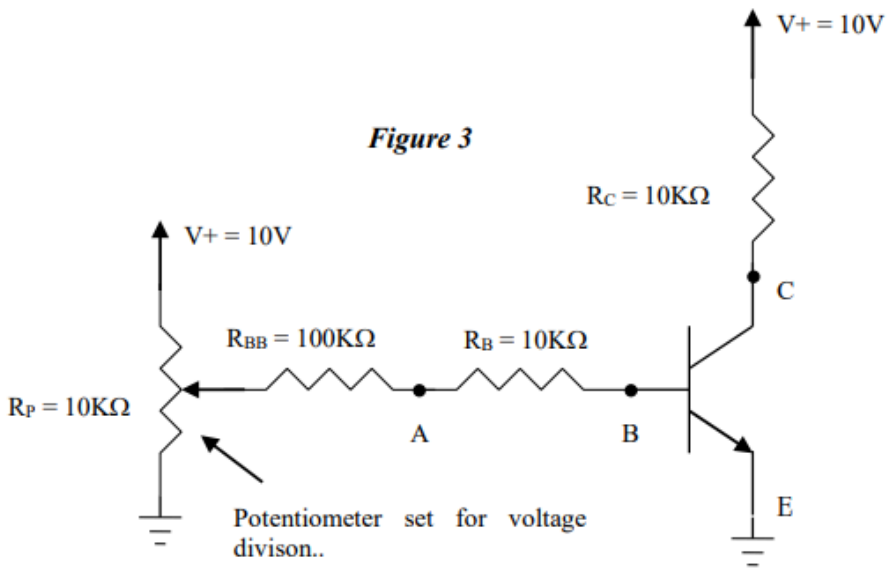

Figure 3
1) Construct the single stage amplifier shown in Figure 3.